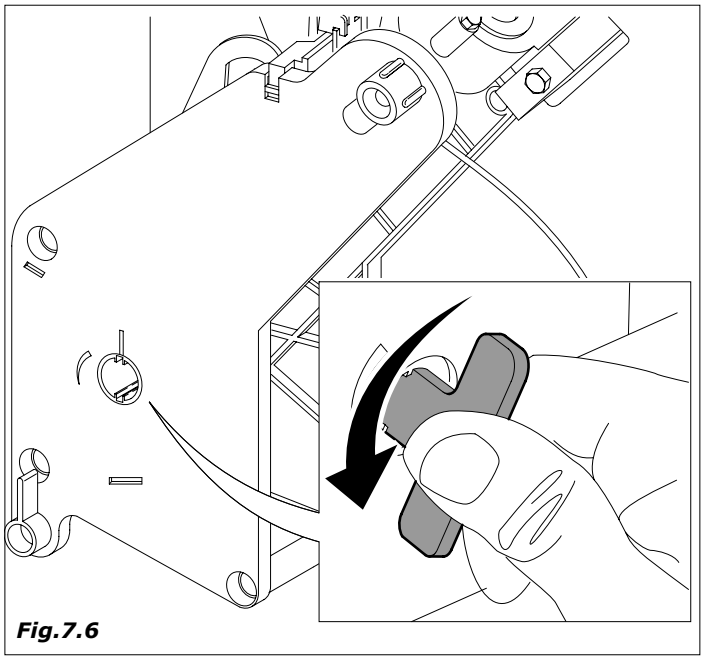

Fig.7.6
- limpar os residuos de pó de café do grupo, è possível extrair o grupo café para facilitar o trabalho (Fig. 7.6)